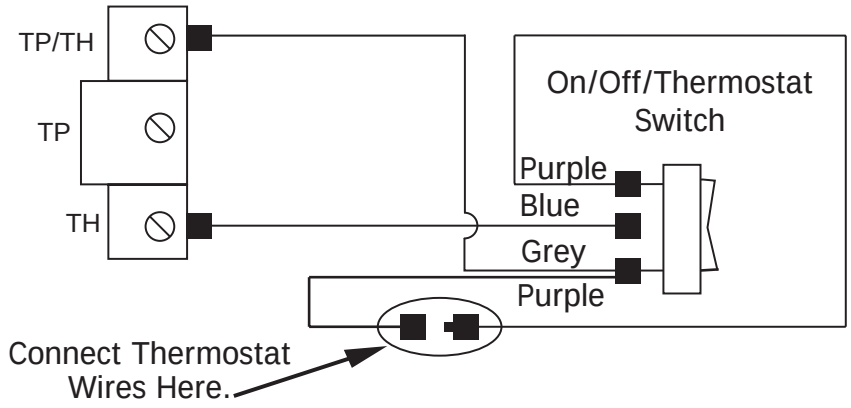

Figure 53: Burner Switch Wiring Diagram
This fireplace comes from the manufacture with an on/off switch mounted to the control panel (see Figure 4). Access is limited to the switch once unit is hot. Disconnect the connection behind the switch in the control panel and tap into the two (2) terminals (see Figure 53).